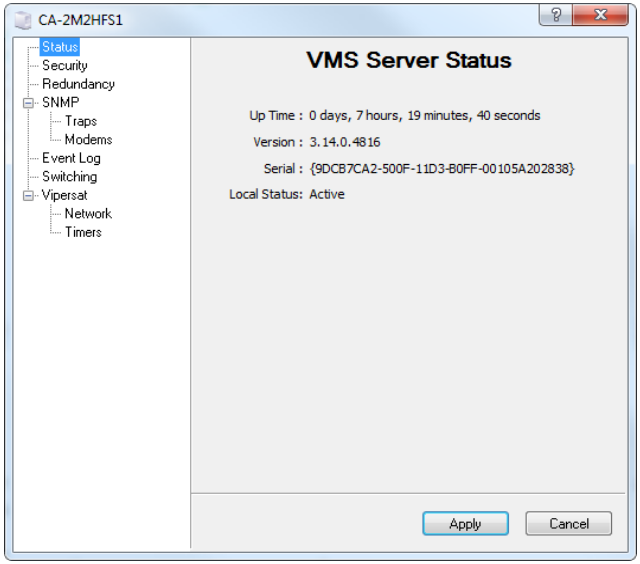

Figure C-4 VMS Server Properties, Status Tab
3. From the VMS Server drop-down menu, select the **Properties** command to display the VMS Server (VIPERLAB1 in this example) dialog window, shown in figure C-4.